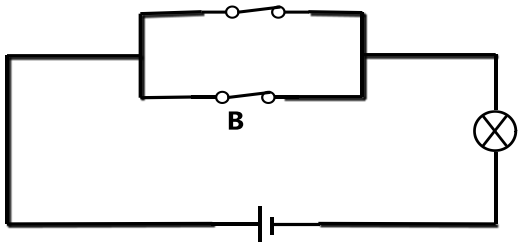

FIGURE 1 (1)
10.1 Name the electronic logic gates represented by the diagrams in FIGURES 1 to 3 below. Write only the answer next to the question number (10.1.1–10.1.3) in the ANSWER BOOK.